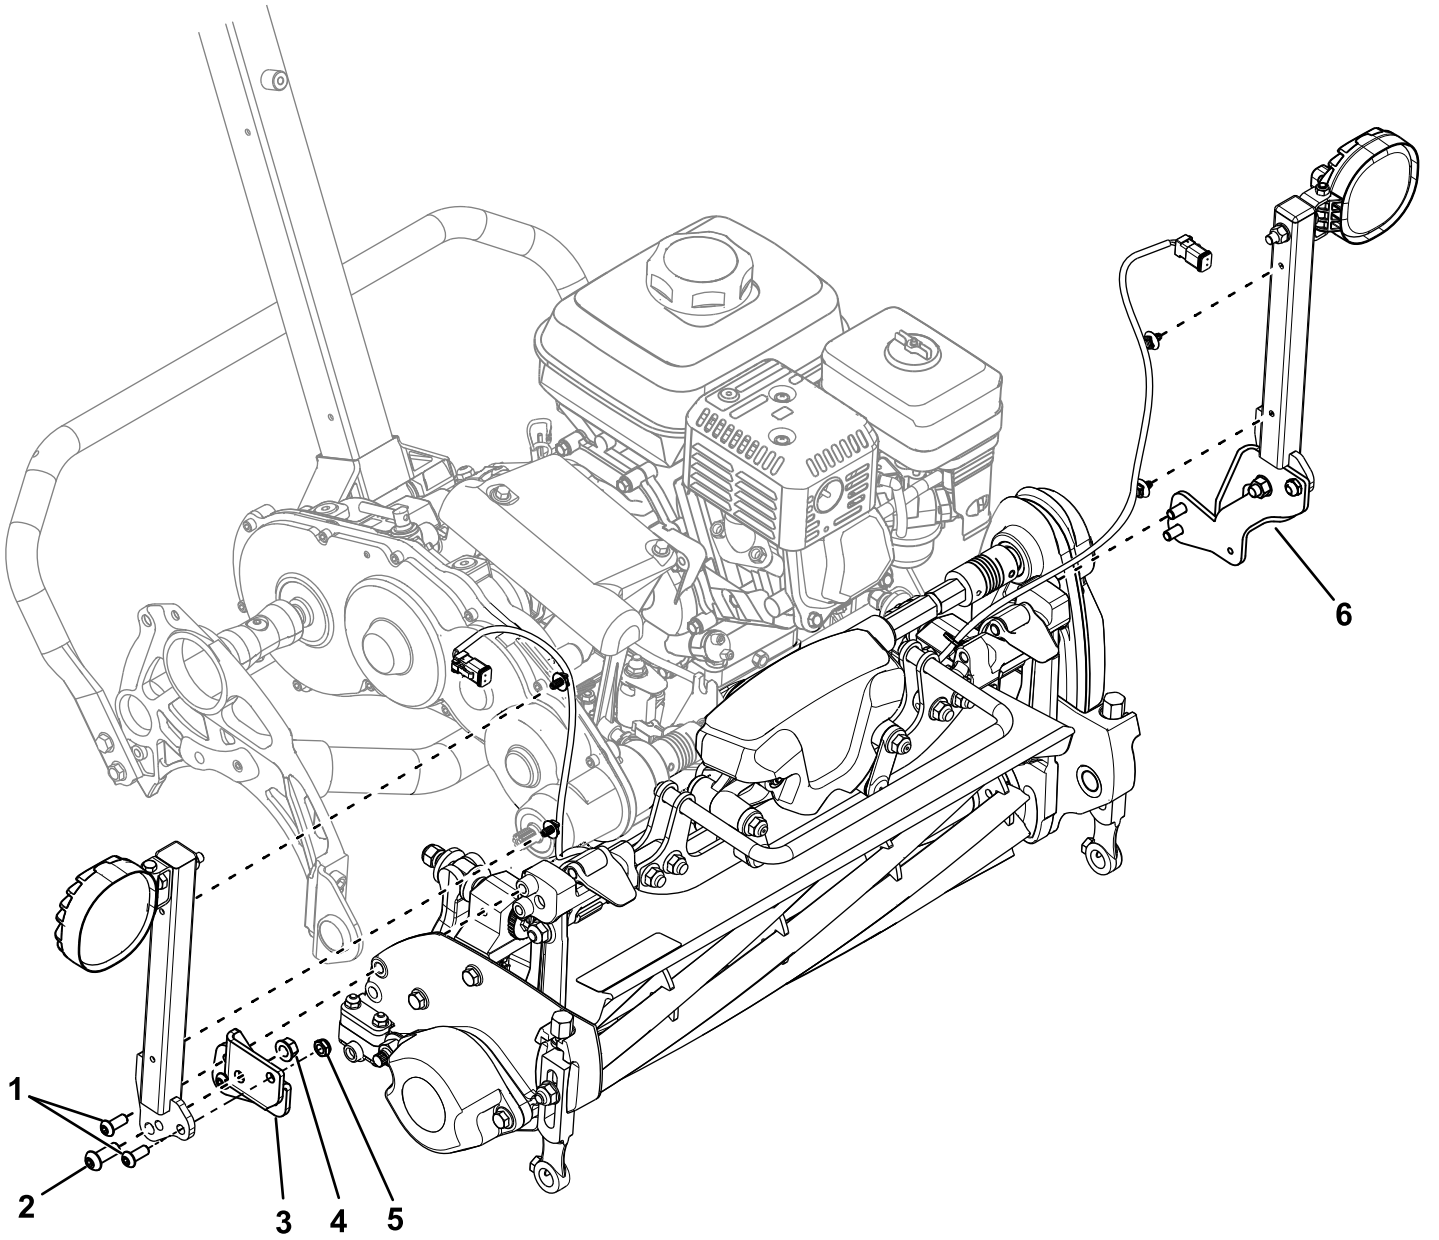

Figur 4
1. Anvend 2 unbrakoskruer (5/16"), 2 låsemøtrikker, 2 unbrakoskruer (⅜") og 2 flangemøtrikker (⅜") for at fastgøre lygtemonteringsenhederne til monteringsbeslagene (Figur 4).
2. Anvend 4 unbrakoskruer (5/16") til at fastgøre monteringsbeslagene til klippeenhedens navender (Figur 4).